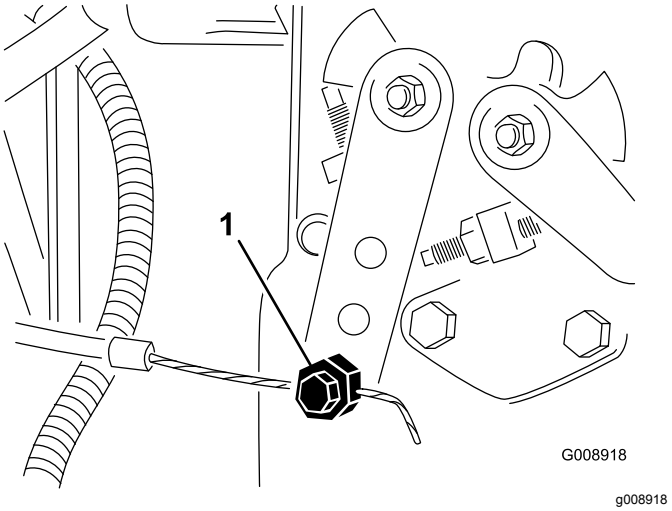

Rysunek 72
2. Poluzuj nakrętkę mocującą linkę przepustnicy do ramienia pompy wtryskowej (Rysunek 72).